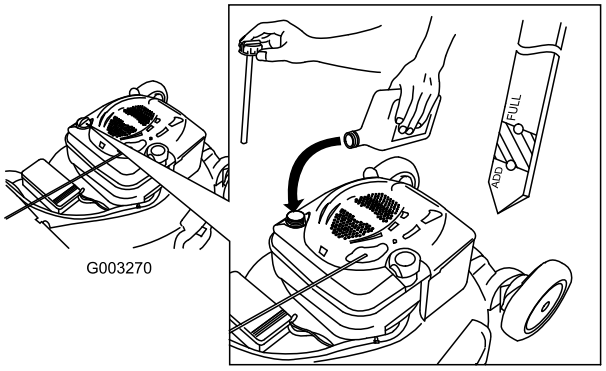

Figure 43
4. **Slowly** pour oil into the oil fill tube until the oil level reaches the Full line on the dipstick (Figure 43). **Do not overfill.** (Max. fill: 20 oz. (0.59 l), type: SAE 30W detergent oil with an API service classification of SF, SG, SH, SJ, SL, or higher.)